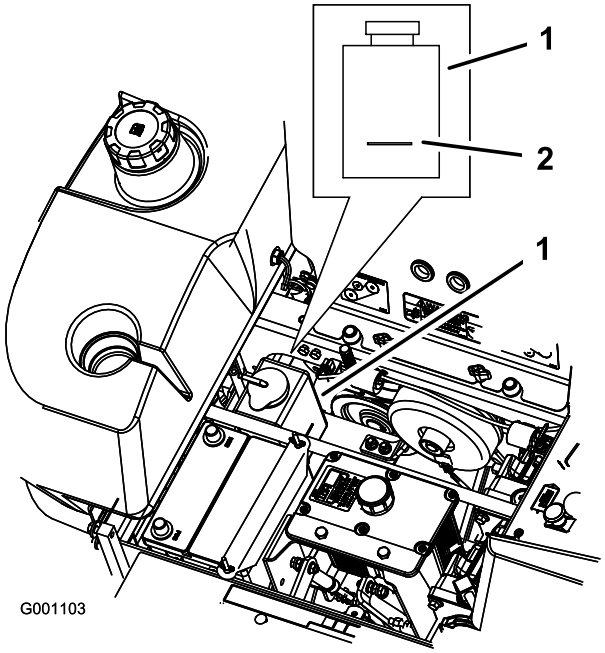

Figuur 67
3. Als de motor is afgekoeld, controleert u het peil van de overloopfles. De vloeistof moet tot aan de verdikking op de buitenkant van de overloopfles staan (Figuur 67).
4. Als het peil van de koelvloeistof te laag is, moet u de overloopfles bijvullen met een mengsel dat half uit antivries en half uit water bestaat (Figuur 67).
5. Vul de fles met dit mengsel tot aan de streep op de fles (Figuur 67).